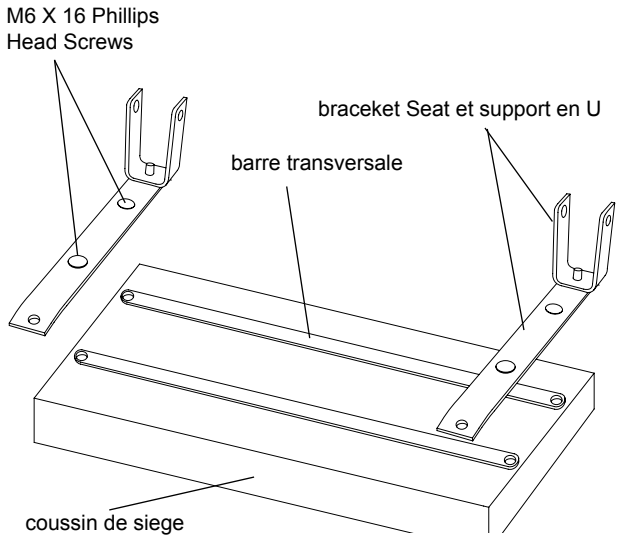

Figure 1 : Installation des supports en U
1. Avec le coussin du siège vers le bas, aligner les trous des traversières avec le siège. Ensuite, aligner les trous du Siège soutient Bars et fixez avec quatre M6 x 16 Vis à tête Phillips. indiqué sur a figure. 1.